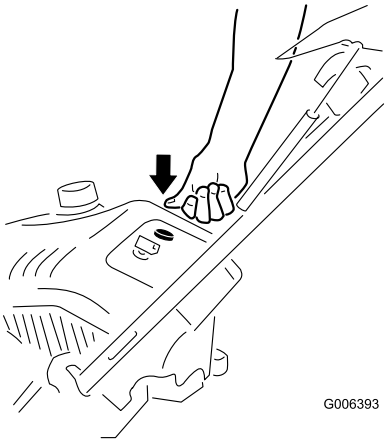

Рисунок 15
3. Нажмите большим пальцем кнопку заливочного насоса три раза (при температуре 0 °F или -18 °C и выше) или шесть раз (при температуре 0 °F или -18 °C и ниже), каждый раз удерживая кнопку в течение секунды перед отпусканием (Рисунок 15 и Рисунок 16).